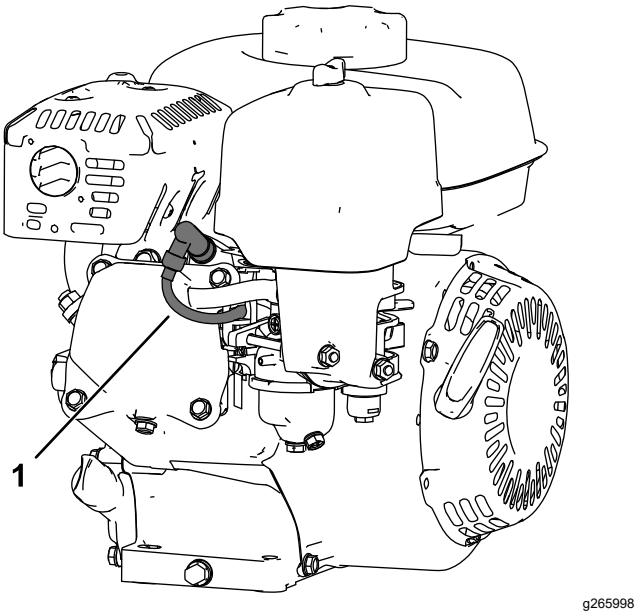

**Figuur 27**
5. Maak de bougiekabel los (Figuur 27).